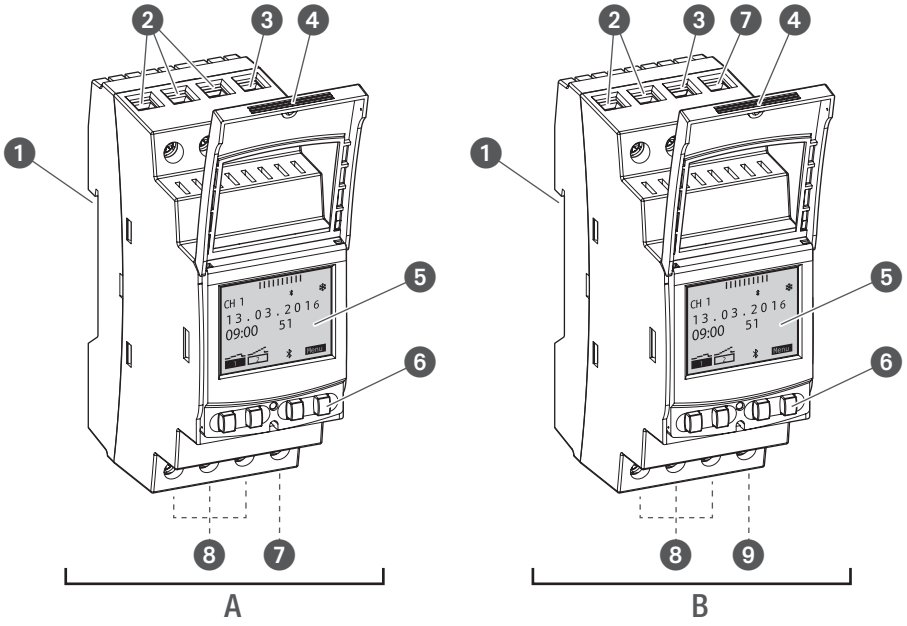

Fig. 1: Kontaktur
Kontakturet er et kontaktur, der monteres på en DIN-skinne ved hjælp af et kliksystem (Fig. 1/❶). Det aktiverer den dermed forbundne enhed. Kontakturet har 1 eller 2 kanaler og kan betjenes via et display (Fig. 1/❺) ved hjælp af 4 betjeningsknapper (Fig. 1/❻). Kontakturet kan programmeres manuelt eller via en mobil enhed. Radiosignalets frekvens ligger på 2,4 GHz, og den maksimale sendeeffekt er 1,8 mW.